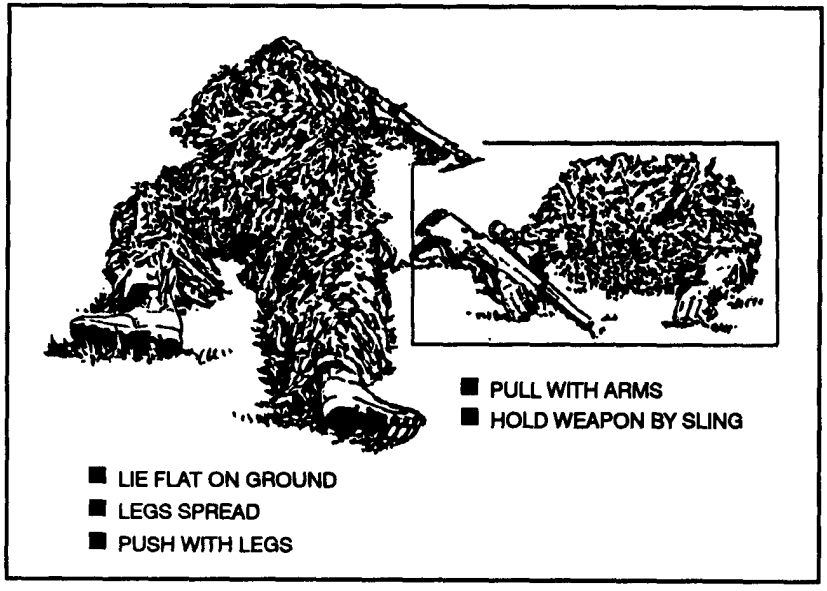

Figure 4-4. Medium crawl.
b. **Medium Crawl.** The medium crawl (Figure 4-4) is used when concealment is limited and the team needs to move faster-than the sniper low crawl allows. The medium crawl is similar to the infantryman's low crawl.